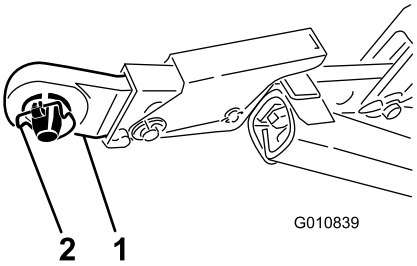
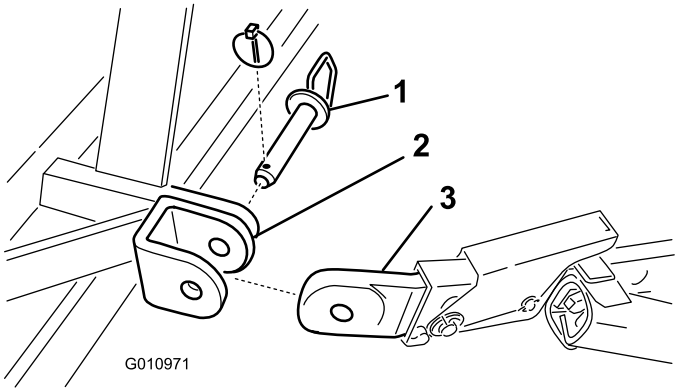

Figur 3
Figur 4
6. Feste de nedre leddarmene til luftemaskinens monteringsbraketter med kun ringstiftene (Figur 3) eller festetappene og ringstiftene (Figur 4).